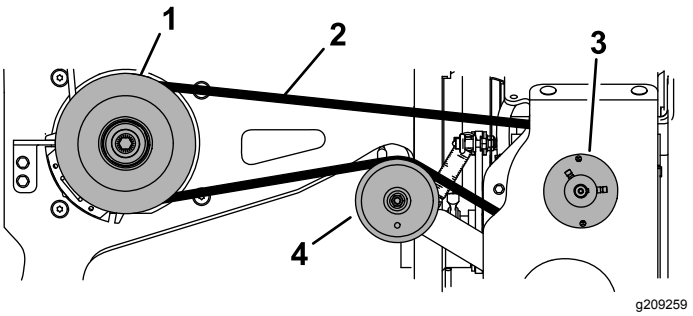

Figura 14
3. Retire la correa de las poleas (Figura 14).
4. Instale la correa nueva alrededor de la polea del embrague de la máquina, polea tensora y polea de la bomba de flujo alto (Figura 14).